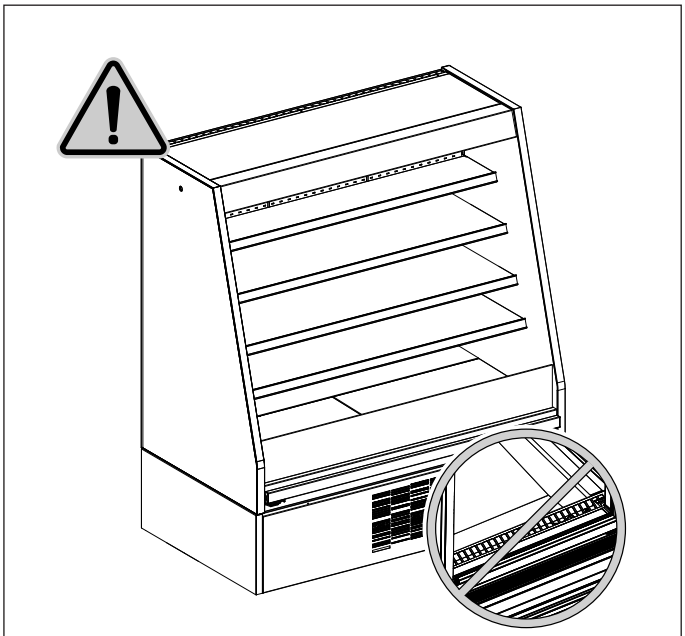

Fig. 10
- La merce non ostruisca il corretto flusso d'aria refrigerata ("Fig. 10")